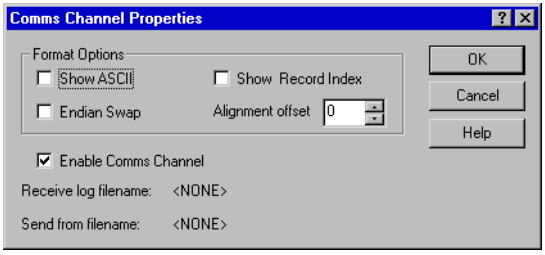

**Figure 5-48 Comms Channel Properties dialog**
**Properties...** Select **Properties...** from the Comms Channel Viewer pop-up menu to display the dialog shown in Figure 5-48.